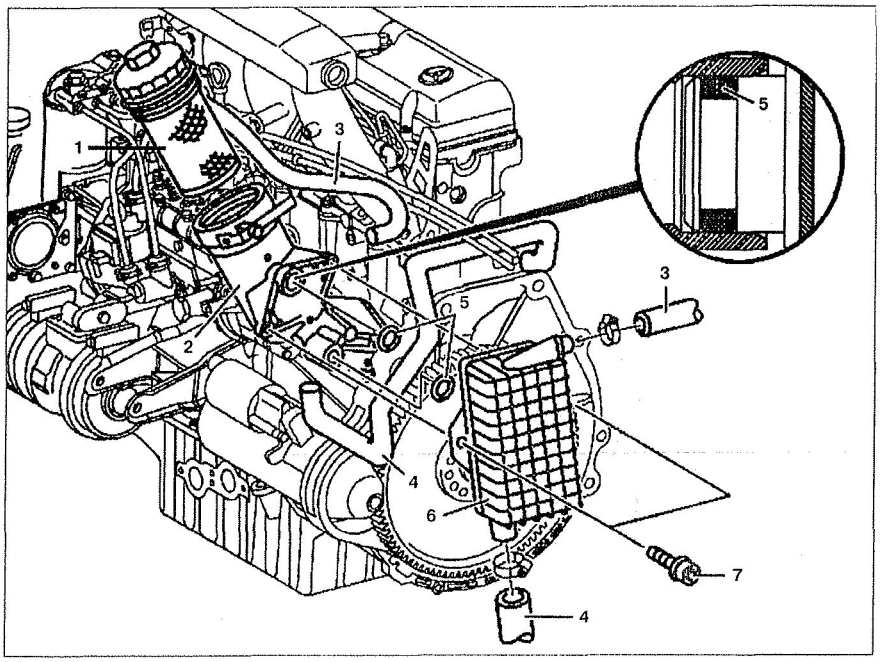

Рис. 4.44. Масляный радиатор:
2. Снимите масляный фильтр **1** (см.рис.4.44).